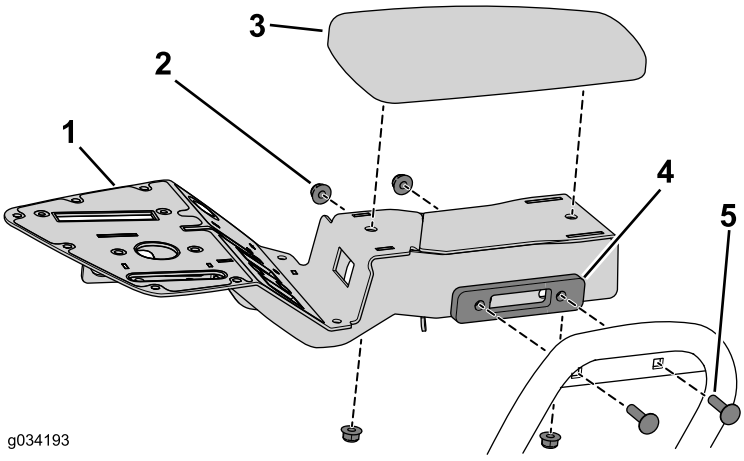

Figure 16
2. Use the 2 carriage bolts and flange nuts that you removed earlier to secure the console bracket (Figure 16).
3. Use the 2 flange nuts you removed earlier to secure the armrest to the console assembly (Figure 16).